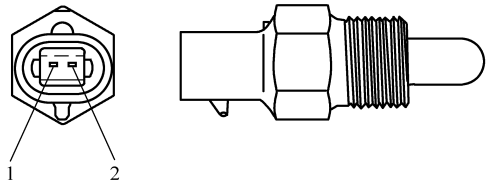
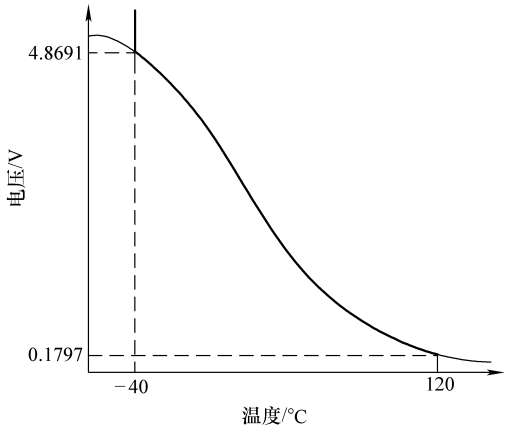
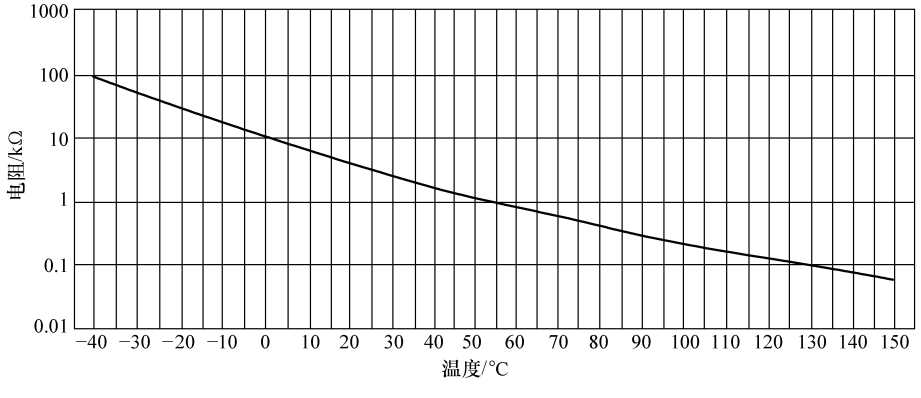

图 6-58　进气温度传感器
图 6-59　温度与电压之间的关系
图 6-60　电阻与温度之间的关系
⑦ 进气温度(1AT)传感器见图 6-58；进气温度与电压之间的关系见图 6-59；电阻与温度之间的关系见图 6-60。